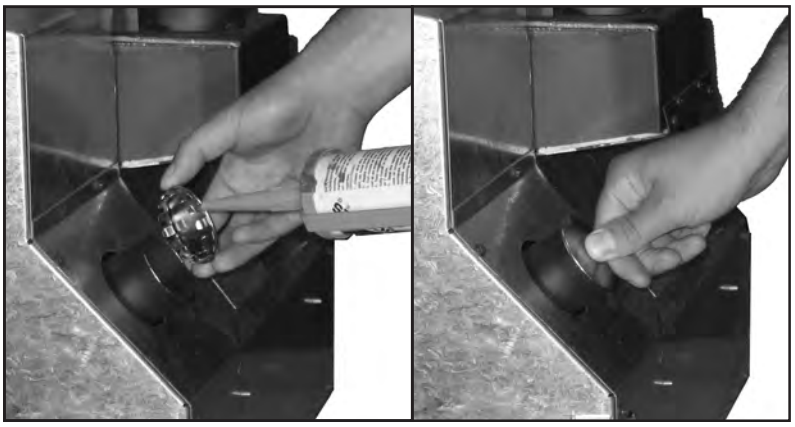

Figure 30: Install of Intake Air Plug.
a) Place high temperature silicone on the outer surface of the ridges of the air intake plug (see Figure 30).